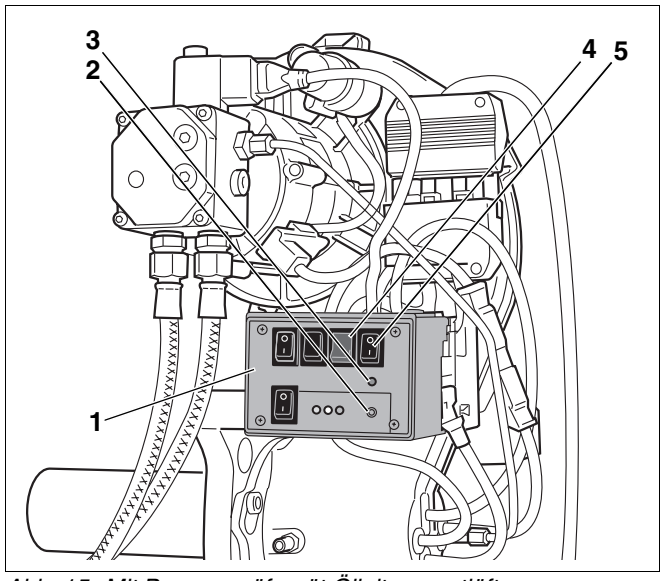

Abb. 15 Mit Brennerprüfgerät Ölleitung entlüften
– Brennerprüfgerät (Abb. 15, **Pos. 1**; Zubehör) – wenn die Ölansaugung über die am Brenner angebaute Ölpumpe erfolgen soll.
Im Folgenden wird die Entlüftung der Ölleitung mit dem Brennerprüfgerät (Abb. 15, **Pos. 1**) beschrieben.
- Brennerprüfgerät (Abb. 15, **Pos. 1**) auf den freiliegenden Sockel aufstecken.
- Betriebsschalter des Regelgerätes einschalten. Die LED (rot) leuchtet (Abb. 15, **Pos. 2**).
- Brennerprüfgerät über den Betriebsschalter (Abb. 15, **Pos. 5**) einschalten. Beide LEDs (rot und grün) leuchten (Abb. 15, **Pos. 2** und **3**).
- Schalter zur Überbrückung des Ölvorwärmers (Abb. 15, **Pos. 4**) einschalten.